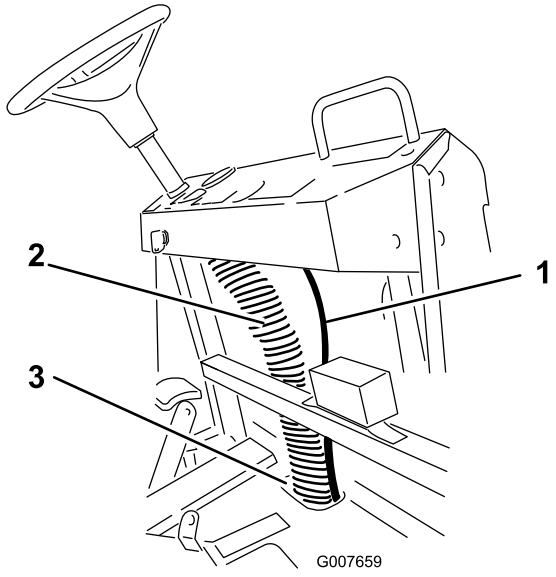

Figur 11
4. Før slangen opad til bagsiden af instrumentbrættets højre side (Figur 11).
5. Fastgør slangen til søjlen med det eksisterende ledningsnet (Figur 11).